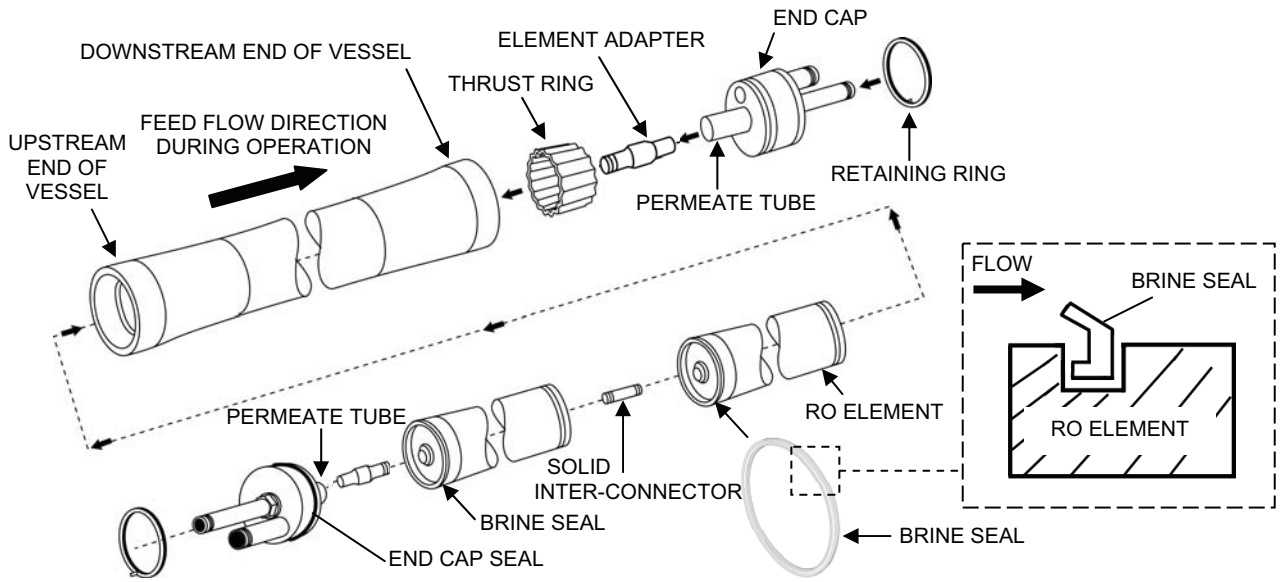

Figure 7. RO Element Installation.
6. Install the new elements as follows (Figure 7):